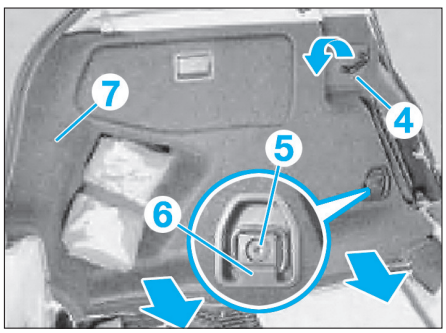

Fig. 39
• Extraire la garniture (4) dans le sens de la flèche et la retirer **(Fig.39)**.
- la vis (5) et enlever le recouvrement (6),
- la garniture de passage de roue (7) dans le sens de la flèche.